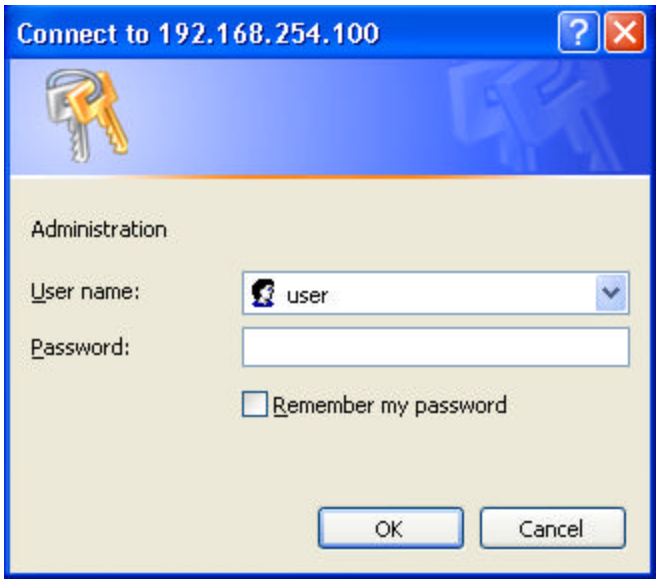

Figure 15. TC3720 Login with New Settings
2. Then you will see a window asking you to refresh your browser or enter the new IP to continue. Please refresh your web browser and then login with the new user name or password when the authentication window (as in figure 15) pops up to continue the software configurations.